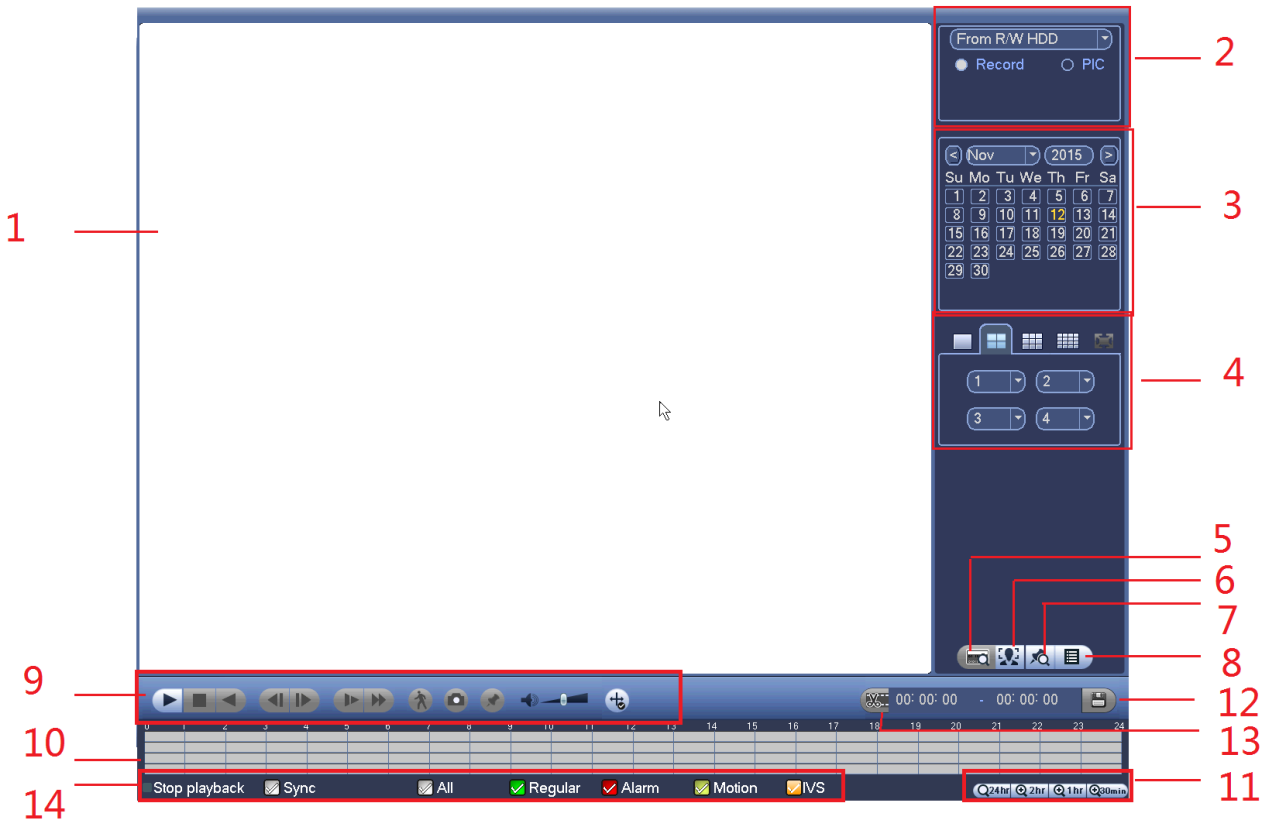
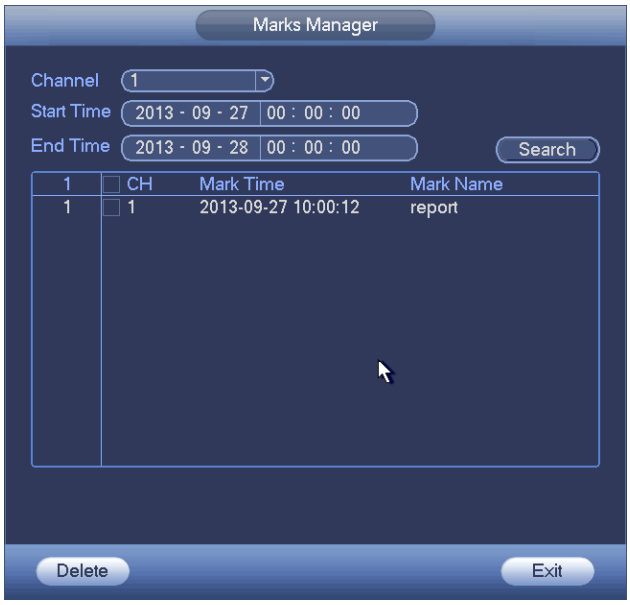

Figure 4-81
Figure 4-85
From Main menu->Search, or on the preview interface right click mouse and then select search item, you can go to the following interface. See Figure 4-81.
Please make sure your purchased device support this function. You can use this function only if you can see the mark playback icon on the Search interface (Figure 4-81).
During 1-window playback mode, click mark file list button in Figure 4-81, you can go to mark file list
Click the mark manager button on the Search interface (Figure 4-81); you can go to Mark Manager interface. See Figure 4-85. System can manage all the record mark information of current channel by default. You can view all mark information of current channel by time.
a) From Main menu->Search, or on the preview interface right click mouse, you can go to Figure 4-81.